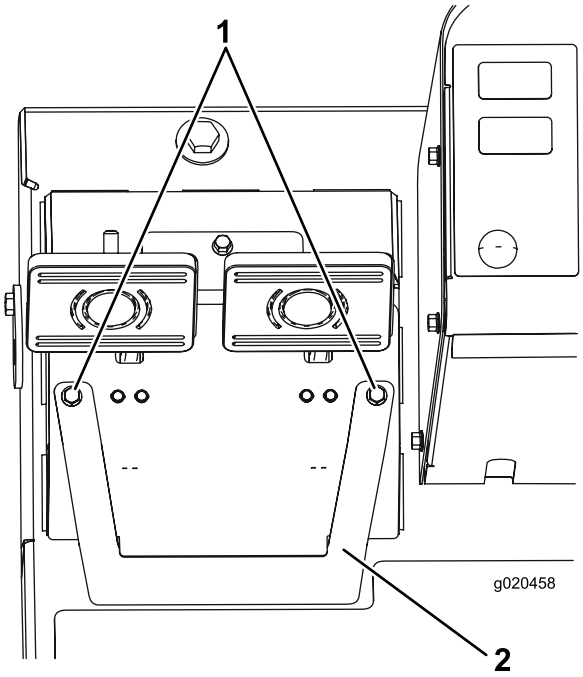

Figur 66
A. Lossa de två monteringsskruvarna och ta bort bromsjusteringslocket (Figur 66).